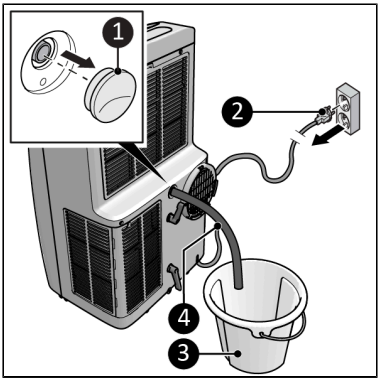

Figure 66.
1. Assurez-vous que l'appareil est éteint et que la fiche est retirée de la prise de courant (Figure 66, pos. 2).
2. Retirez le bouchon en caoutchouc du drain de l'appareil et conservez-le dans un endroit sûr (Figure 66, pos. 1).
3. Raccordez le tuyau d'évacuation d'eau accompagnant le produit au drain de l'appareil (Figure 66, pos. 4).
4. Placez la sortie du tuyau d'évacuation d'eau dans un seau (Figure 66, pos. 3).